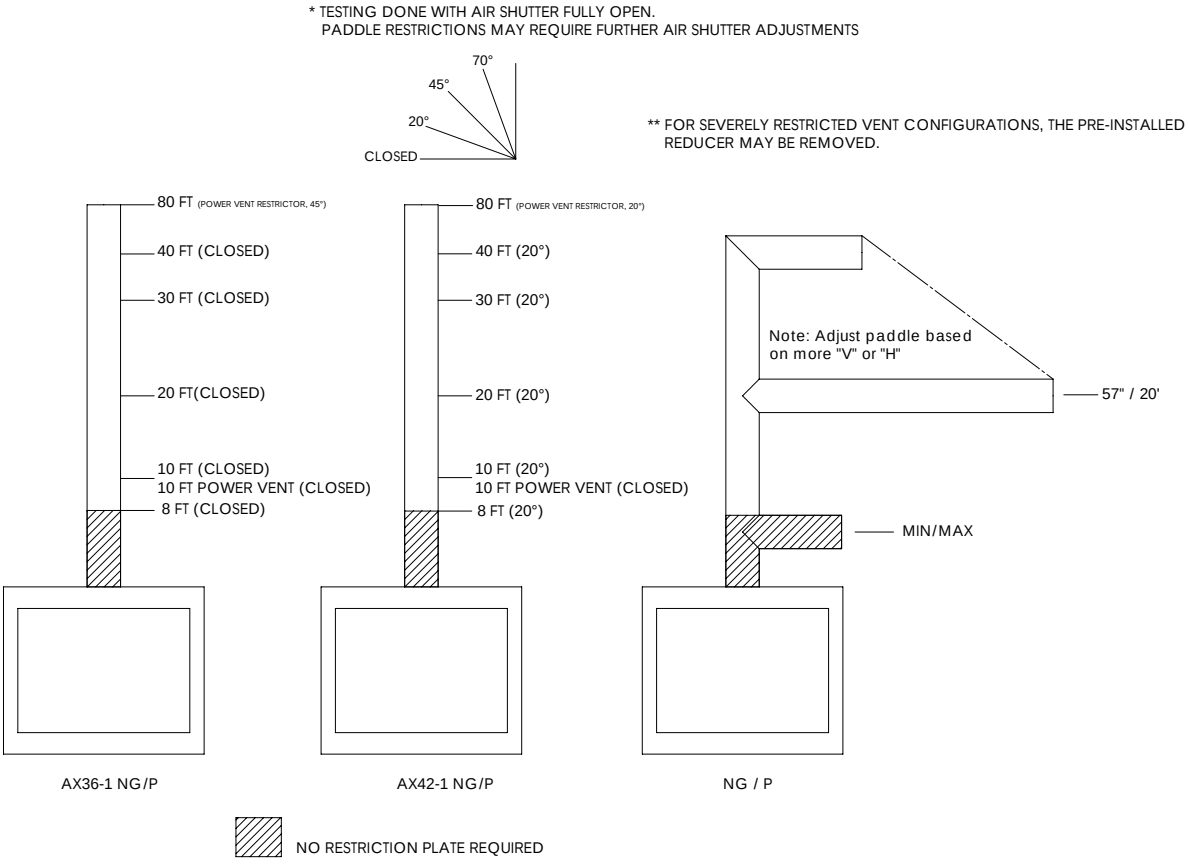

Fig. 3
B. Selon la quantité de restriction souhaitée, la plaque de bride peut être laissée à plat pour la plupart restriction ou tordues à différents degrés de restriction (voir Figure 3 for guide de restriction).